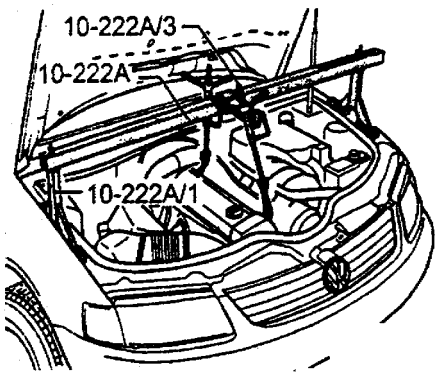

图 3－23
(1) 对有密码的收音机，先记录和取得密码。
(2) 脱开蓄电池的接地线。
(3) 拆下发动机盖板。
(4) 把前轮的适配器 10－222A/3 安装在支撑架 10－222A 上。
(5) 如图 3－23 所示，安装好带支撑脚 10－222A/1 的支撑杆 10－222A，并且把发动机/变速器支撑在该位置上。